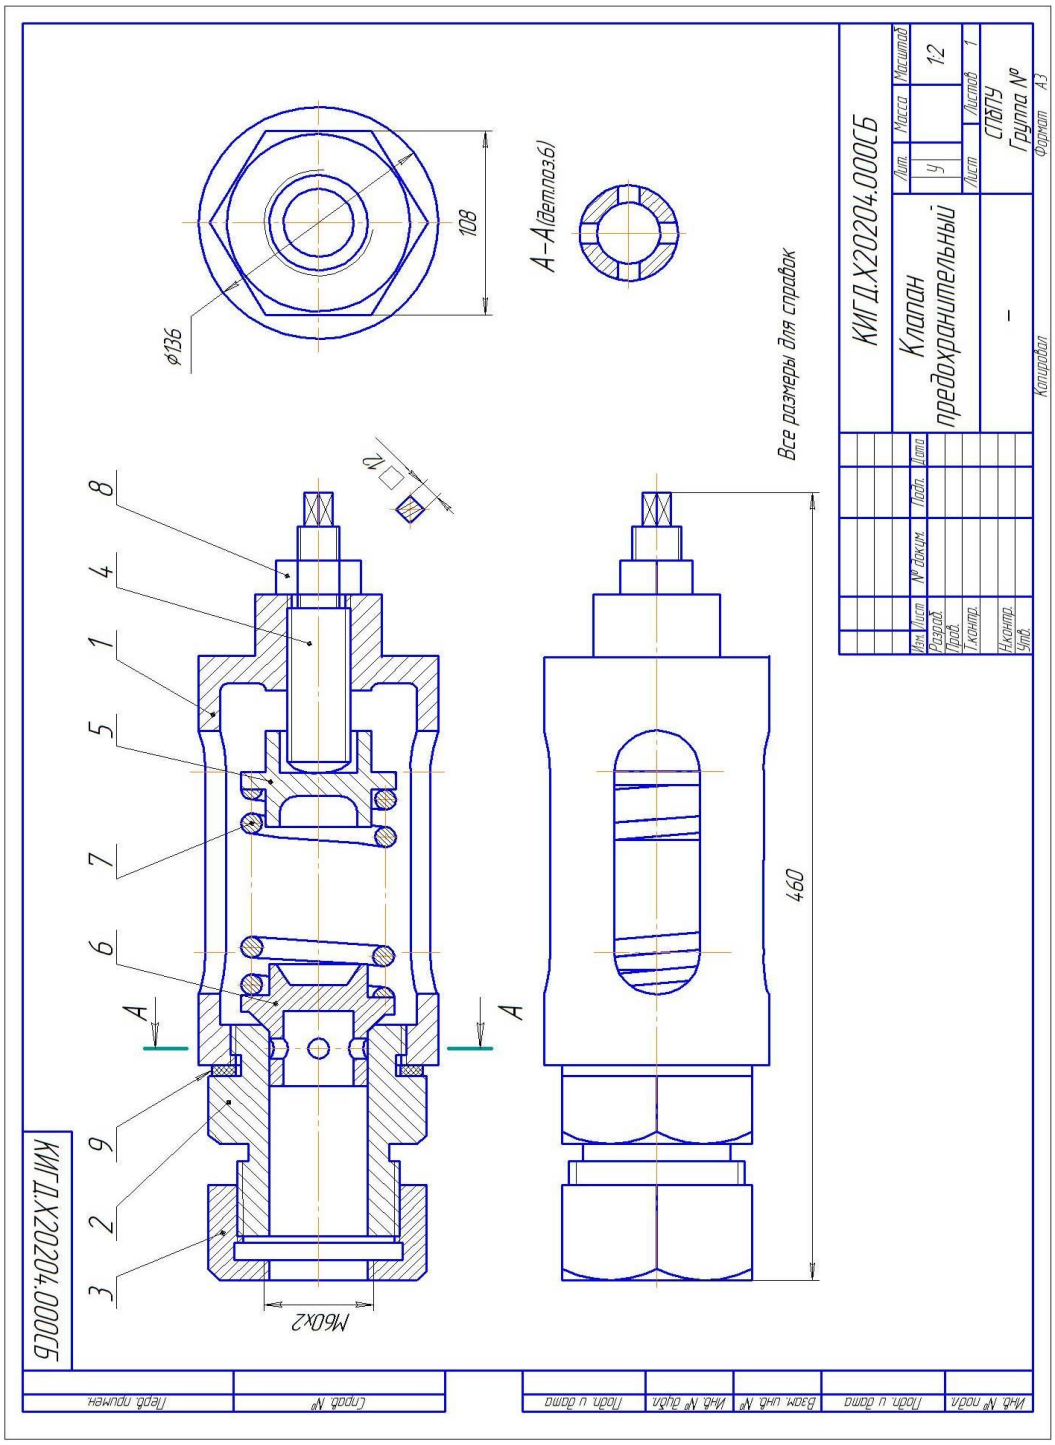
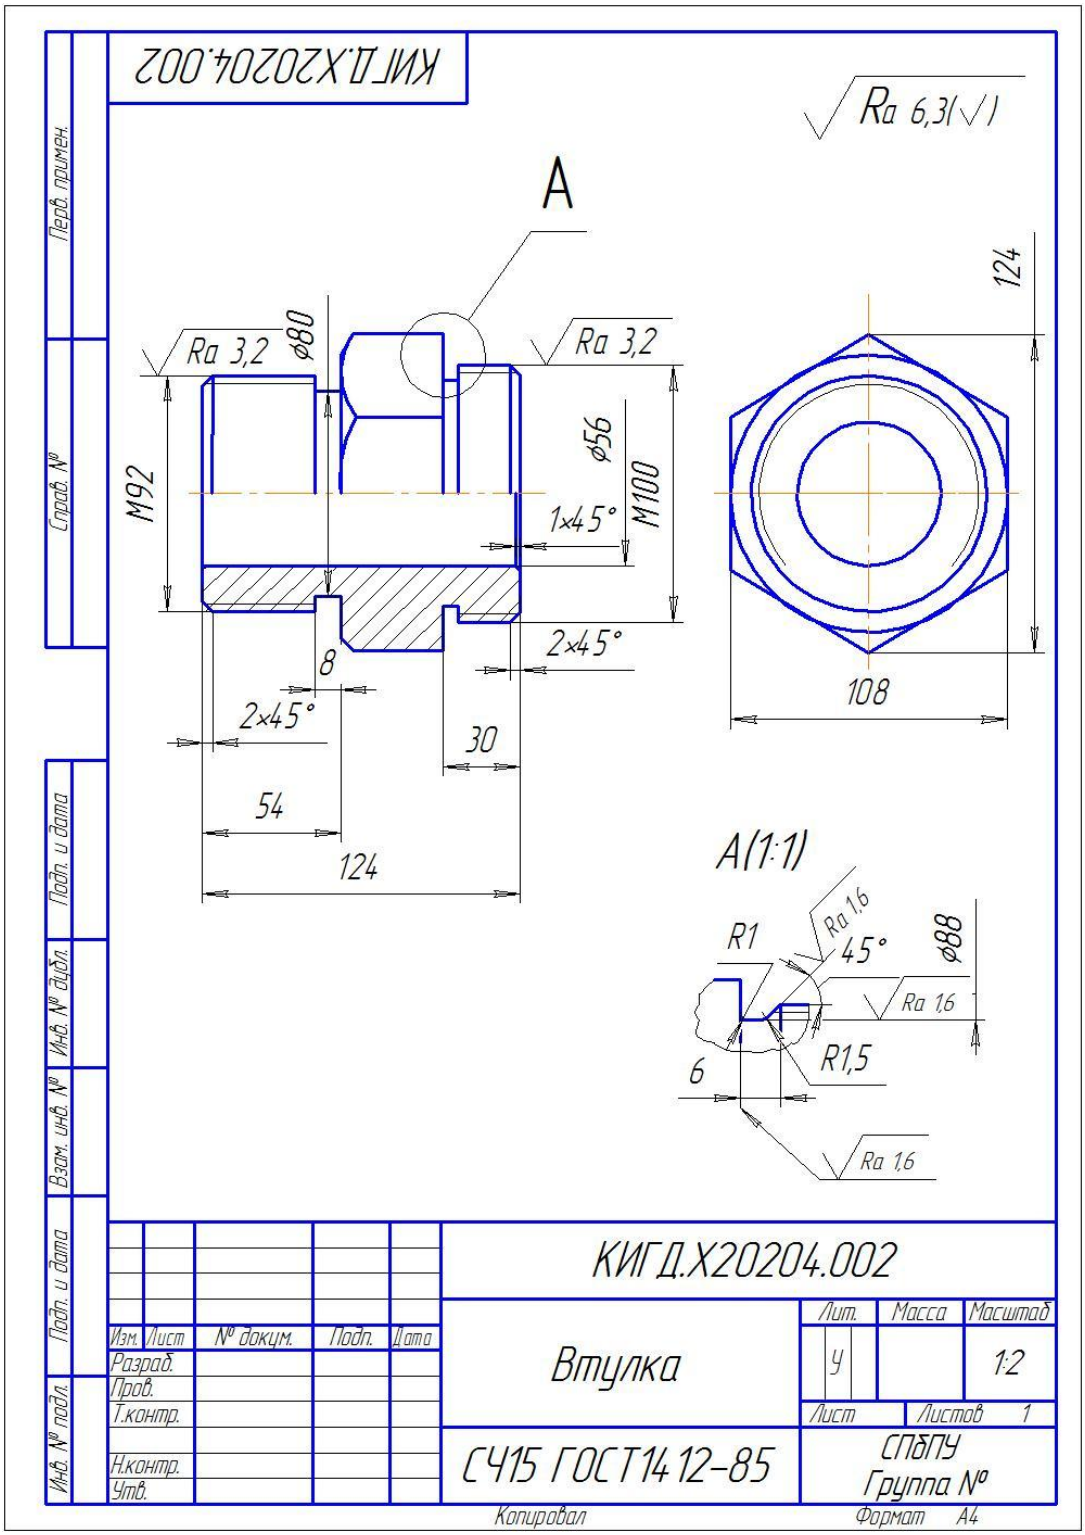
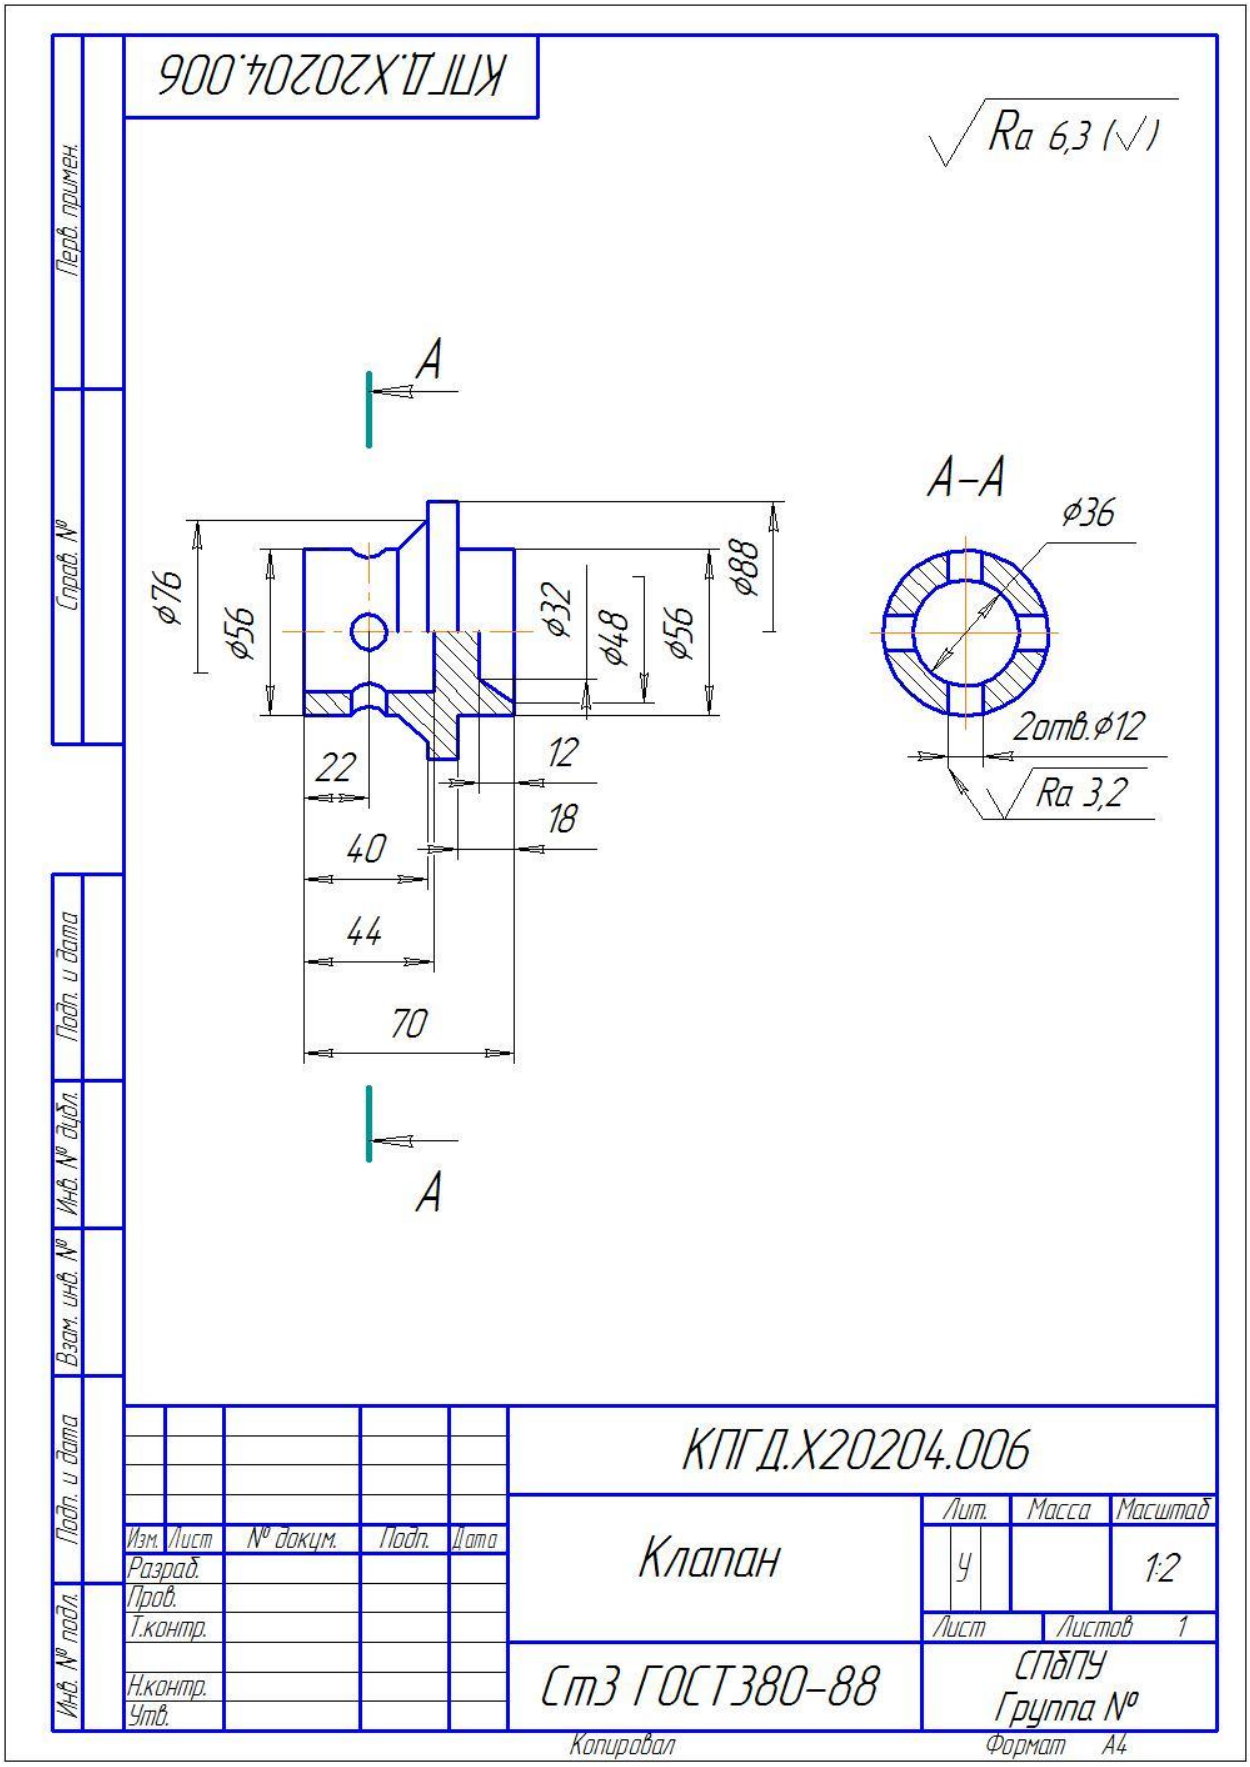

Рис.4.1 Сборочный чертеж «Клапан предохранительный»
Рис.4.3 Пример выполнения рабочего чертежа детали №2- Втулка
Рис. 4.4 Пример выполнения рабочего чертежа деталь №6 - Клапан
- по сборочному чертежу и спецификации **Клапан предохранительный** рис.4.1 и 4.2 разобраться в расположении деталей и средствах их соединения между собой, рассмотреть последовательность сборки и разборки;
№2 – Втулка см. рис.4.3, №6 –Клапан см. рис.4.4, выполненные по сборочному чертежу «Клапан предохранительный» рис. 4.1. и спецификации рис. 4.2